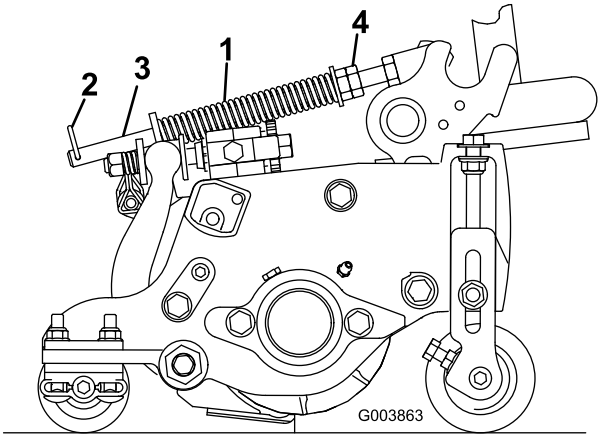

**Figura 14**
El muelle de compensación del césped (Figura 14) transfiere peso desde el rodillo delantero al trasero. Esto ayuda a reducir el patrón de ondulación en el césped.
1. Asegúrese de que el pasador de horquilla está instalado en el taladro del extremo de la varilla (Figura 14).
2. Apriete las tuercas hexagonales de la sección delantera de la varilla del muelle hasta que la longitud del muelle comprimido sea de 12,7 cm en el Reelmaster 5410, y de 15,9 cm en el Reelmaster 5510; consulte Figura 14.